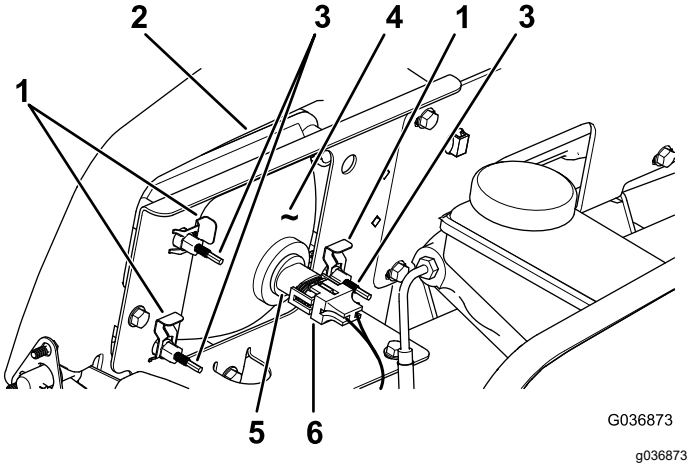

Figur 53
3. Koble den elektriske forbindelsen for nettet fra koblingsstykket til pæreenheten (Figur 53).
4. Fjern hurtigklemmene som fester frontlysene til frontlysbraketten (Figur 53).
5. Fjern frontlysenheten ved å flytte den fremover gjennom åpningen i fremre støtfanger (Figur 53).
6. Monter det nye frontlyset gjennom åpningen i støtfangeren (Figur 53).
8. Koble den elektriske forbindelsen for nettet til koblingsstykket til pæreenheten (Figur 53).
2. På baksiden av frontlysenheten roterer du justeringsskruene (Figur 53) for å bevege frontlysenheten og stille inn posisjonen for stråleretningen.